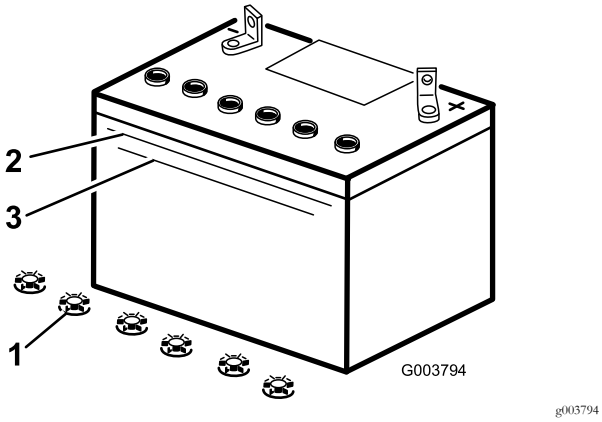

**Rysunek 41**
2. Spójrz na bok akumulatora. Poziom elektrolitu musi sięgać górnej granicy (Rysunek 41). Nie dopuść, by poziom elektrolitu spadł poniżej dolnej granicy (Rysunek 41).
5. Zdejmij korki wlewu z akumulatora (Rysunek 41).
6. Powoli wlewaj wodę destylowaną do poszczególnych ogniw akumulatora do czasu, aż poziom elektrolitu osiągnie górną granicę (Rysunek 41) na obudowie akumulatora.
7. Po napełnieniu ogniw akumulatora odczekaj 5 do 10 minut. W razie potrzeby powoli wlewaj wodę destylowaną do czasu, aż poziom elektrolitu osiągnie górną granicę (Rysunek 41) na obudowie akumulatora.